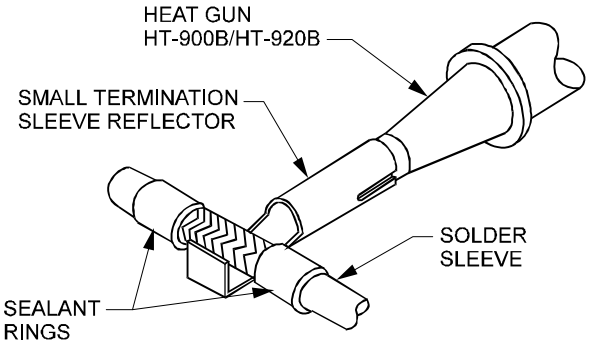

Figure 2-20
3. Apply heat directly at the solder preform using a suitable heat gun deflector. Remove from heat when the solder melts and wets to the shield braid and ground lead, as illustrated in Figure 2-20.